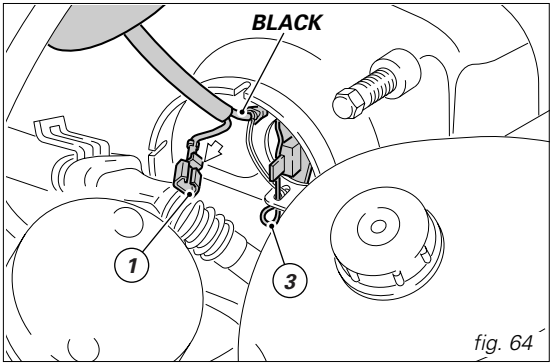

fig. 64
remove the rubber cover. Press the lower quick-release button to disconnect the connector (1, fig. 64).
Release the clip (3) that secures the bulb and remove it from the socket (fig. 64 and 65).